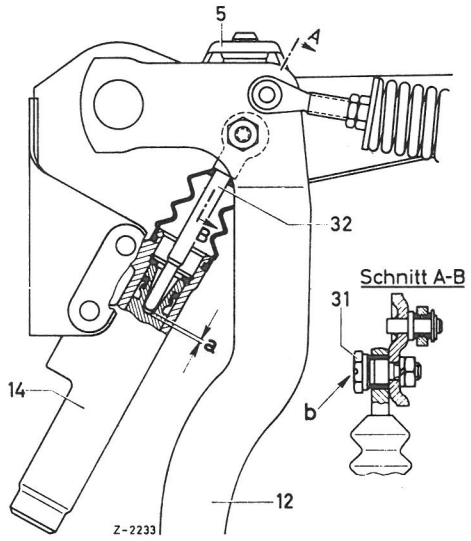

Fig.29-9/1
Indstillingsskruens(31)sekskantmøtrik løsnes.Derpå drejes indstillingsskruen således,at trykstangen(32) ved betjening af pedalarmen(12)først må tilbagelægge frivandringen"a" hen til stemplet.(Fig.29-9/1). Denne frivandring,d.v.s. tomgang,kan ikke måles,men må tilvejebringes rent følelsesmæssigt.